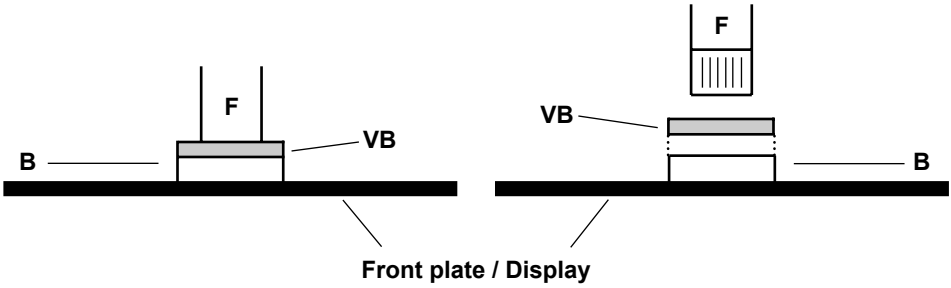

Fig. 3
4) Remove the ribbon cable from the display unit. For that pull up the securing clamp **(Fig. 3)**.
4) Remove the ribbon cable from the display unit. For that pull up the securing clamp **(Fig. 3)**. Note down the position of the contact side of the ribbun connector.